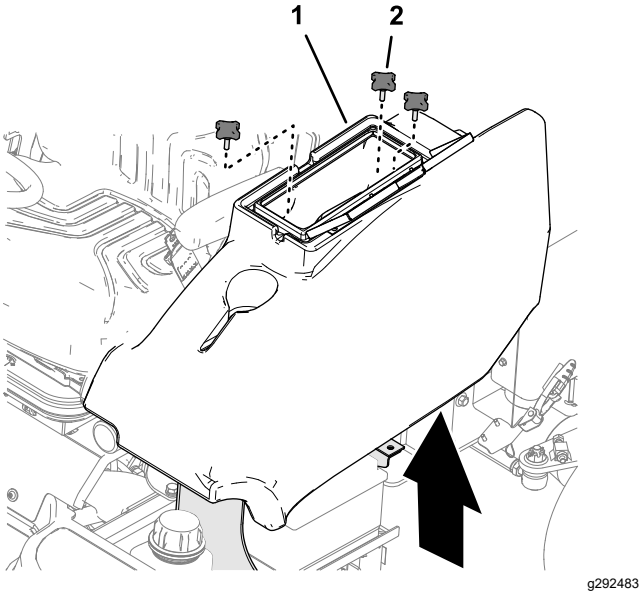

Figur 53
1. Åbn dækslet til opbevaringsrummet (Figur 53) i venstre side af operatørens platform.
2. Fjern de 3 greb, der fastgør opbevaringsrummet til maskinen, og fjern rummet (Figur 53).